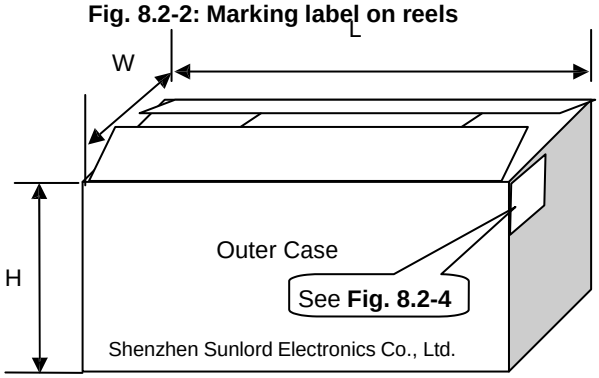

Fig. 8.2-3
2). Marking on outer case (see Fig.8.2-3~4):